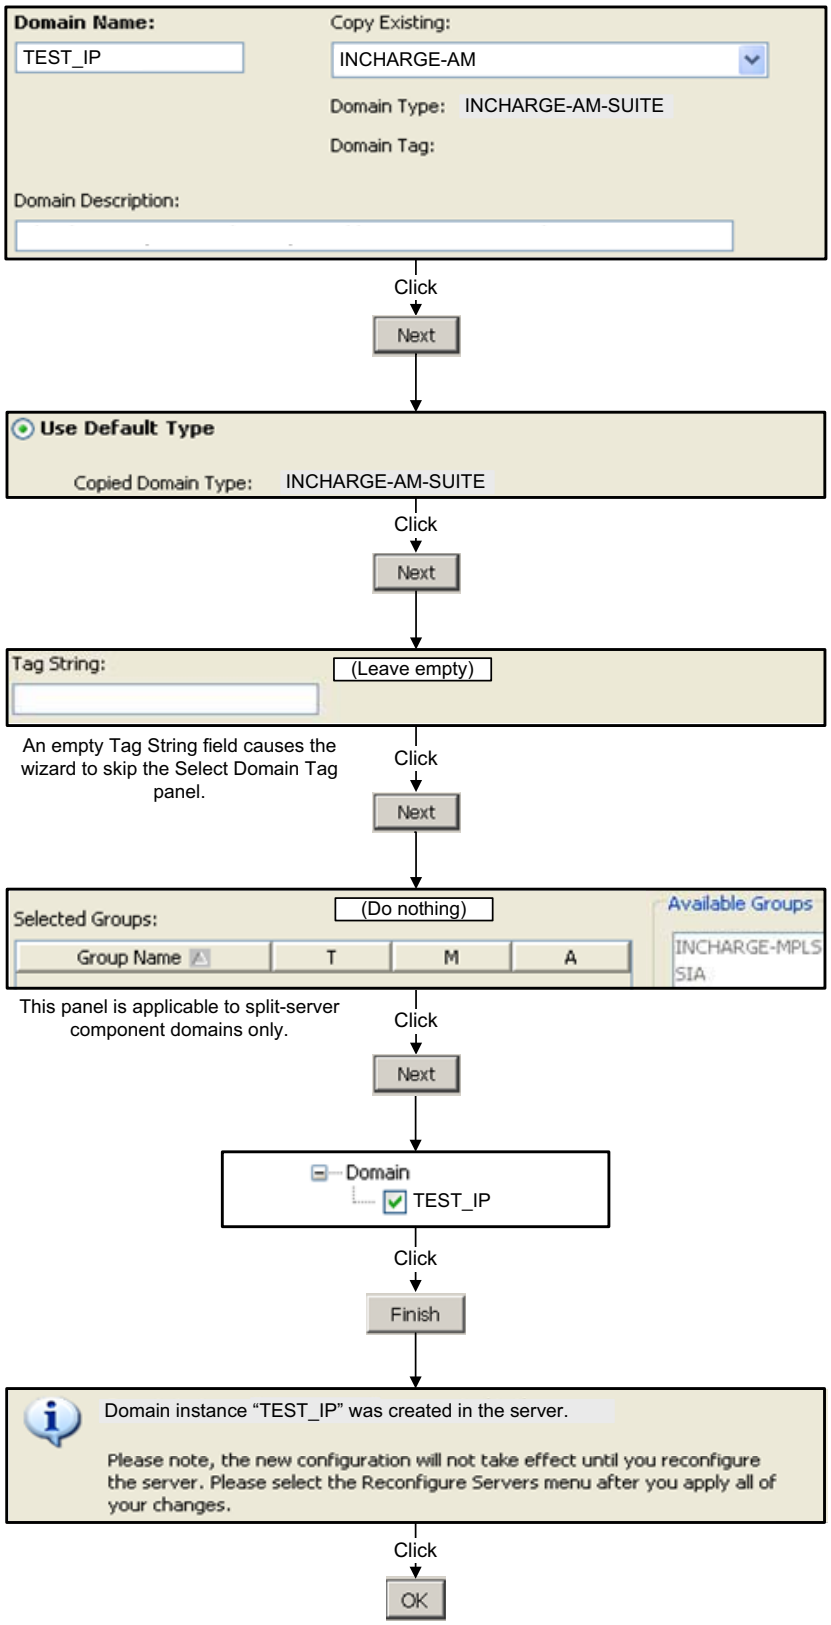

Figure 4 Using the Domain Creation Wizard to create the TEST_IP domain for Exercise 1
8. Consult Figure 4 on page 36 and follow the directions to create an IP Manager domain named **TEST_IP**. (Type **TEST_IP** in the **Domain Name** field and select **INCHARGE-AM** in the **Copy Existing** drop-down list.)